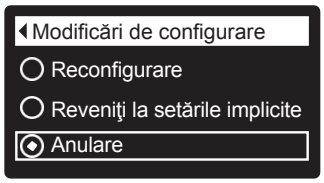

FIG. 93
7. SELECT (⬭), pentru a afișa meniul modificare a configurației (fig. 93).
8. Dacă există deja un punct lângă opțiunea dorită (fig. 93), treceţi la Pasul 9. În caz contrar, apăsaţi taste ÎN JOS (▾) sau ÎN SUS (▲), pentru a defila la o altă opțiune,și apoi apasaţij SELECT ((⬭), pentru o selecta